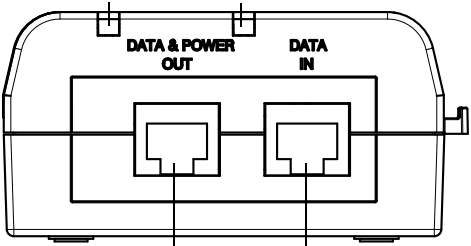

Figure 4
4. Branchez les câbles de la baie de brassage (ou commutateur) au port d'entrée Ethernet (DATA IN). Reportez-vous à la figure 4.
5. Branchez le terminal au port du terminal de sortie (DATA & POWER OUT). Reportez-vous à la figure 4.